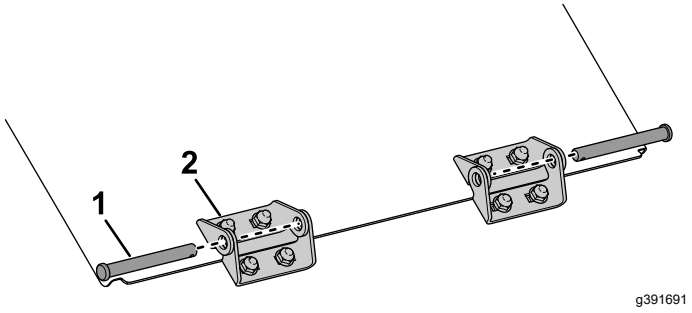
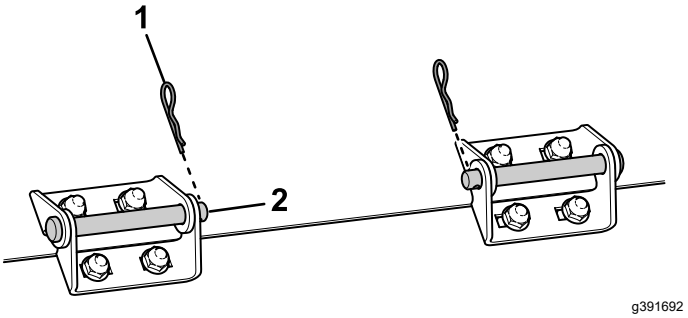

Figuur 8
Figuur 9
7. Monteer de deur van de hopper aan de machine door de 2 zijden van het scharnier met de scharnierpen te verbinden zoals afgebeeld in Figuur 8 en Figuur 9.